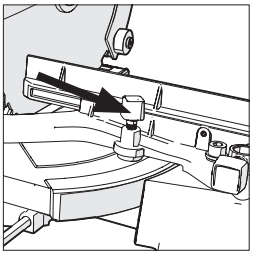

Fig. 20
- Afloje el pomo del tornillo de bloqueo de inglete **(Fig. 20)** girándolo en sentido antihorario.